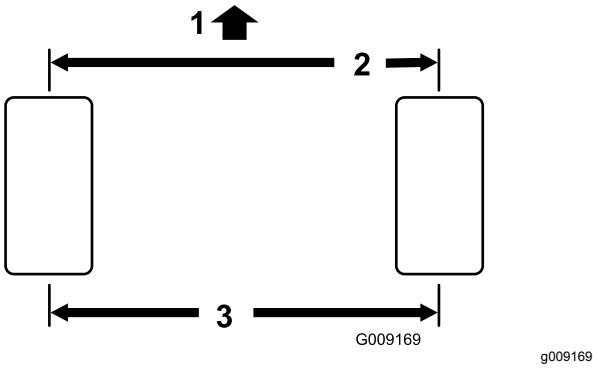

图48
2. 测量前、后转向轮胎中心到中心轮轴高度的距离 (图48)。